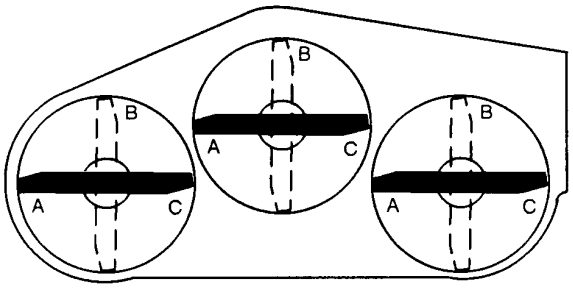
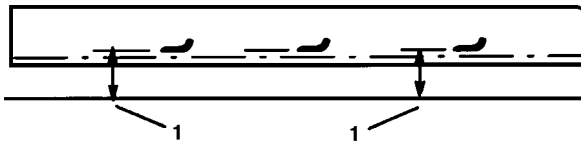

Fig. 18
Fig. 19
5. Mettere tutte e tre le lame in posizione "A" (Fig. 18) e misurare dal piano orizzontale alla base del lato punta di ciascuna lama (Fig. 19).
6. Prendere nota della misura rilevata nella posizione "A", girare le lame nella posizione "B" (Fig. 18), misurare la distanza di tutte le lame dal piano orizzontale e prendere nota delle dimensioni (Fig. 19).
7. Fare girare le lame nella posizione "C", misurare e prendere nota della distanza misurata (Fig. 18 e 19).